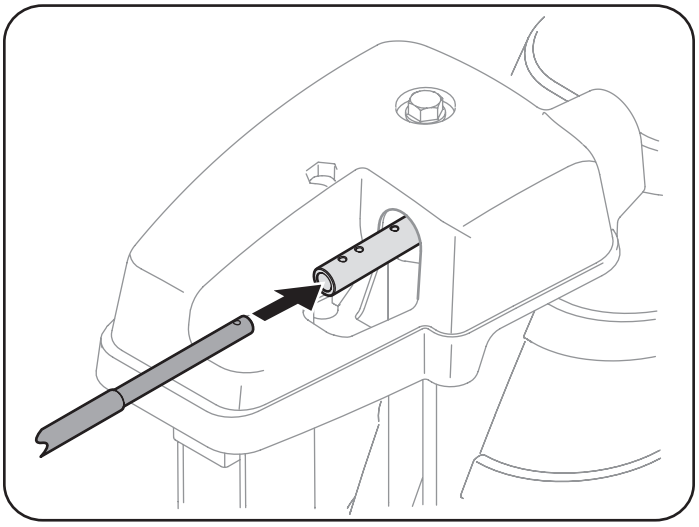

Figura 35
2. Inserte el extremo redondeado de la varilla de control del canal en el cabezal de control del canal. Empuje la varilla tan lejos dentro del cabezal de control del canal como sea posible, manteniendo los orificios en la varilla orientados hacia arriba. Consulte Figura 35.